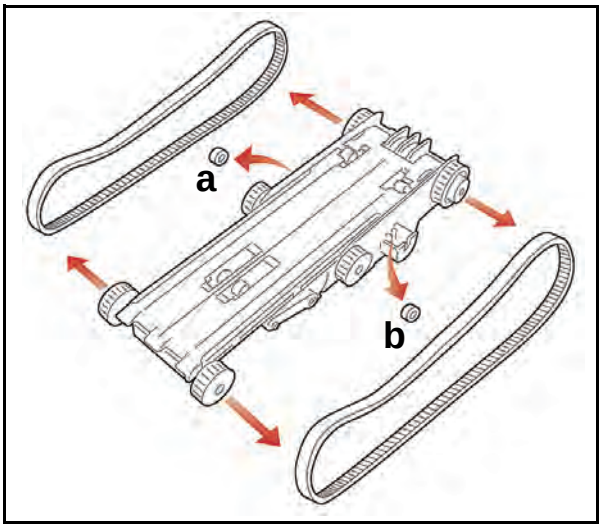

Figure 4-12 Timing Belt Removal
5. Remove the two belts from the Pusher Mechanism assembly (See Figure 4-12). Once the belts are removed, remove their related tension rollers on each side as well (See Figure 4-12 a & b).